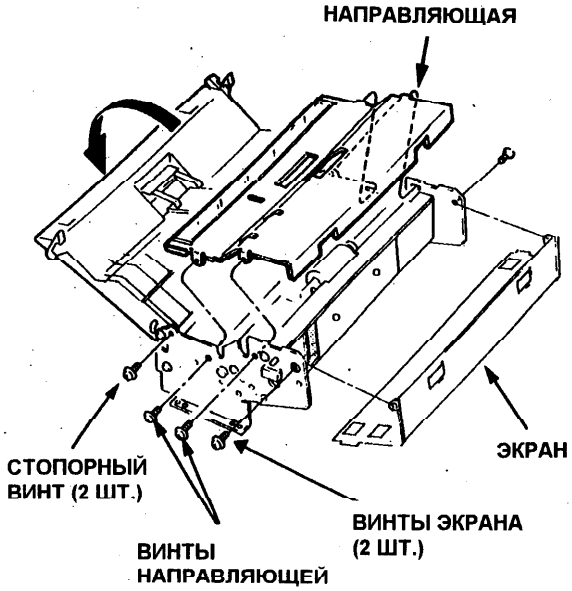

Рис. 2. Направляющая и экран
5. Ослабьте два стопорных винта, чтобы верхнюю часть сканера можно было повернуть в полностью открытое положение (Рис. 2).
6. Снимите направляющую (Рис. 2)
7. Снимите экран (Рис. 2).